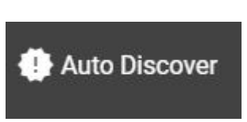

Figure 12. Auto Discover Button
1. 'Auto Discover' tab *(figure 12)* - Automatically identify any SERs located on the network. Type in an IP range, and select 'Add Route to List'.